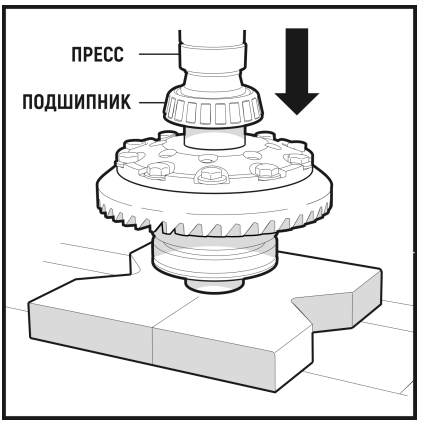

Рис. 23
2.12 Напрессуйте подшипники и установите наружные кольца с учётом ранее нанесённой маркировки. (**Рис. 23**)